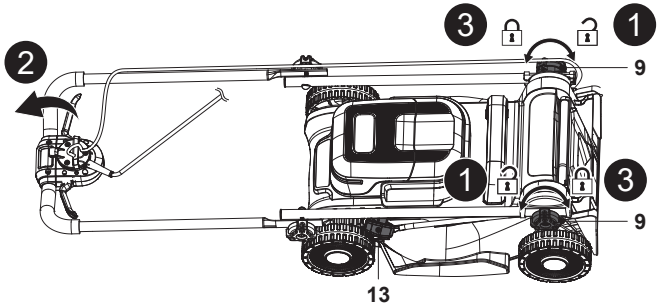

Fig. 20
- Remove the grass catcher (8) / mulching insert (24).
- Set the lever for cutting height adjustment (13) to the lowest position.
- Loosen two locking knobs (9), but don't remove them, then completely fold the handle assembly (Fig. 20, steps 1, 2).
- Secure the connections by turning the two locking knobs (9) to avoid scattering before vertical storage (Fig. 20, step 3).